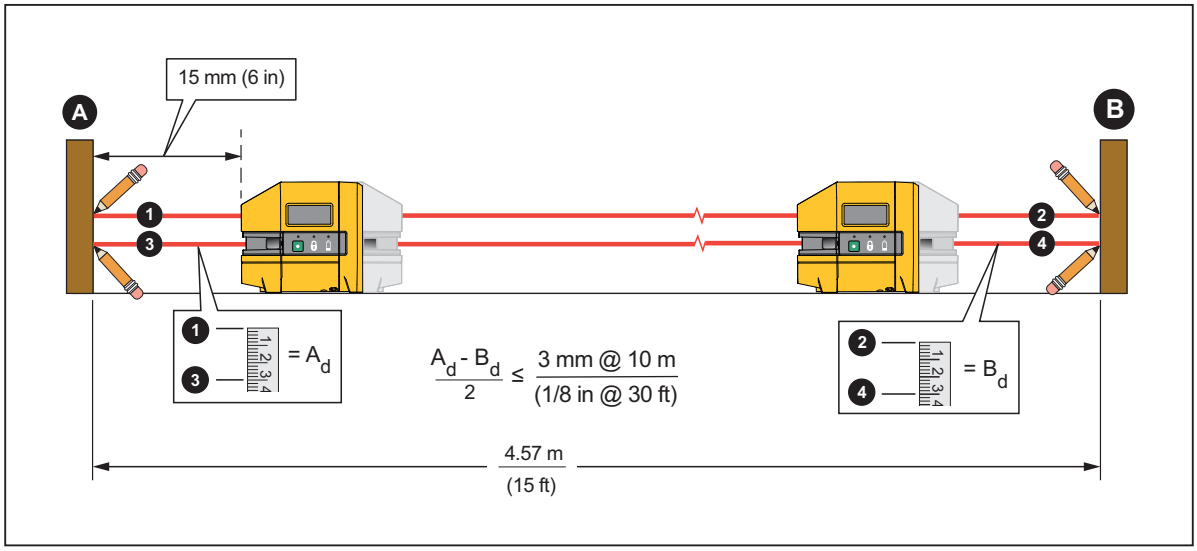

Figure 7. Level Accuracy
1. Find a horizontal site that is almost level, preferably a concrete slab, that is ≥4.57 m (15 ft) wide with two opposing walls to use as targets. You can also use scrap wood as targets. See Figure 7.